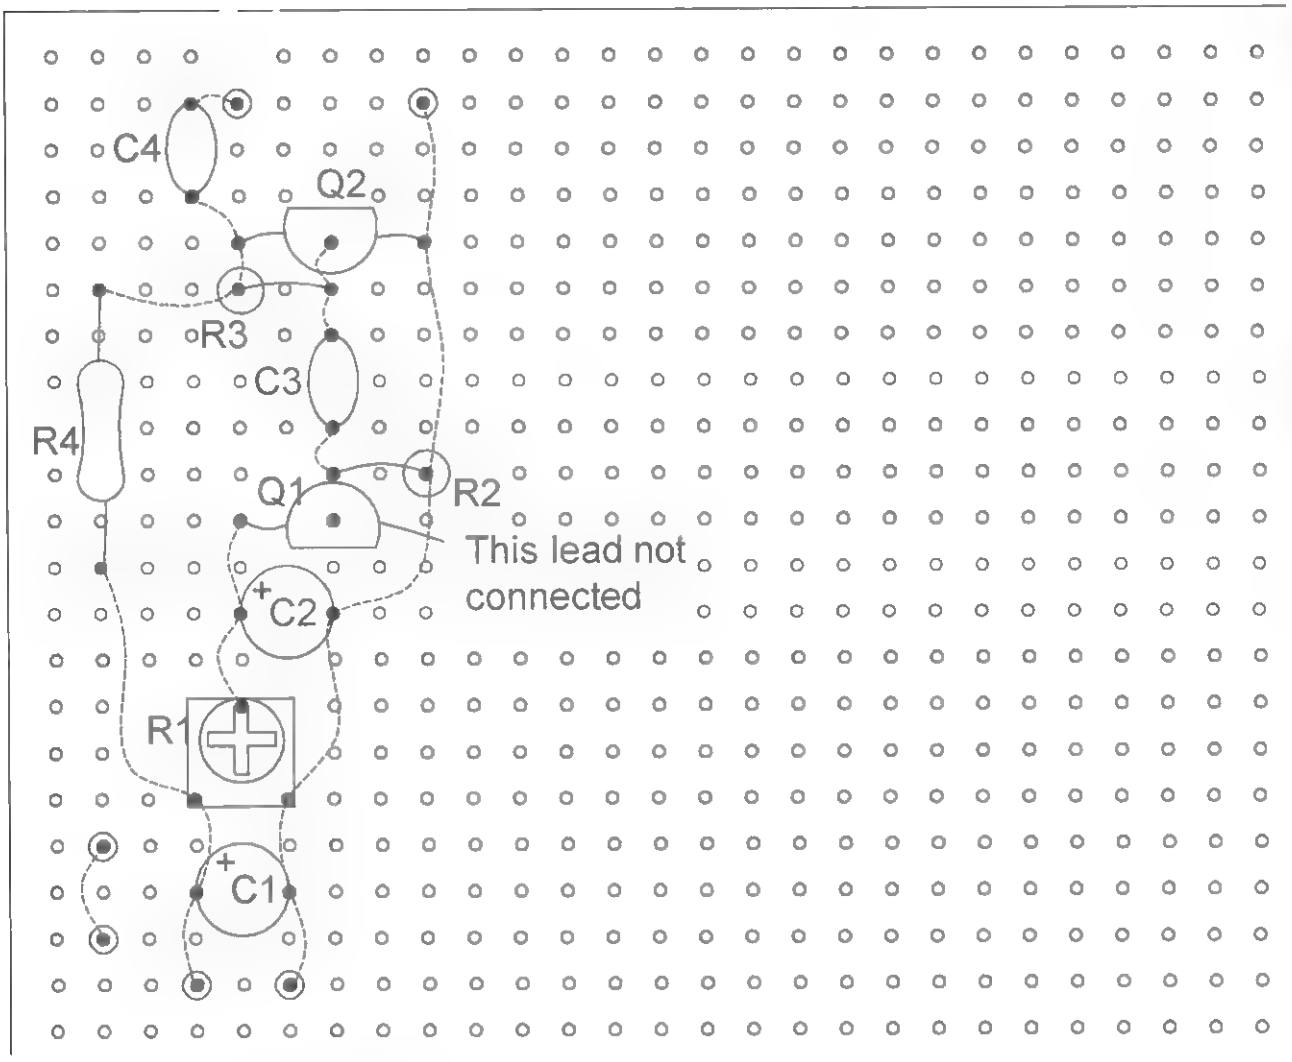

Figure 28-3 *Assembly board layout*
2. Cut a piece of .1-inch grid perforated board to a size of 3 × 2.4 inches. Locate and drill the holes as shown in Figure 28-3 for the leads of the battery clips.
3. If you are building from a perforated board, it is suggested that you insert the components starting in the lower left-hand corner as shown in Figure 28-3. Pay attention to the polarity of the capacitors with polarity signs and all the semiconductors. Route the leads of the components as shown and solder as you go, cutting away unused wires. Attempt to use certain leads as the wire runs or use pieces of the #24 bus wire. Follow the dashed lines on the assembly drawing as these indicate connection runs on the underside of the assembly board.